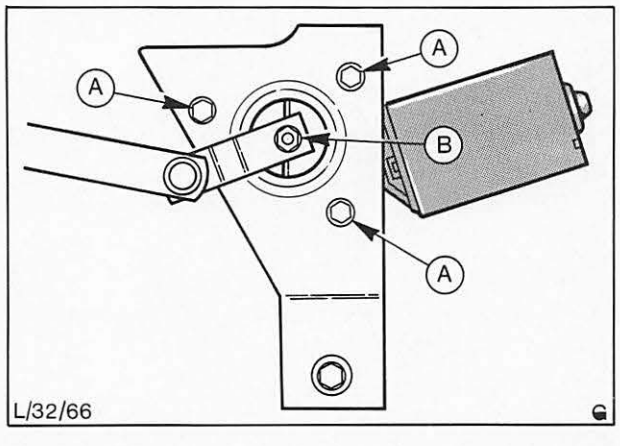

Abb. 29 A = Schraube (Motor an Halterung)
10. Drei Schrauben – Wischermotor an Halterung entfernen, Abb. 29, und Mutter – Motor an Gestänge abschrauben.